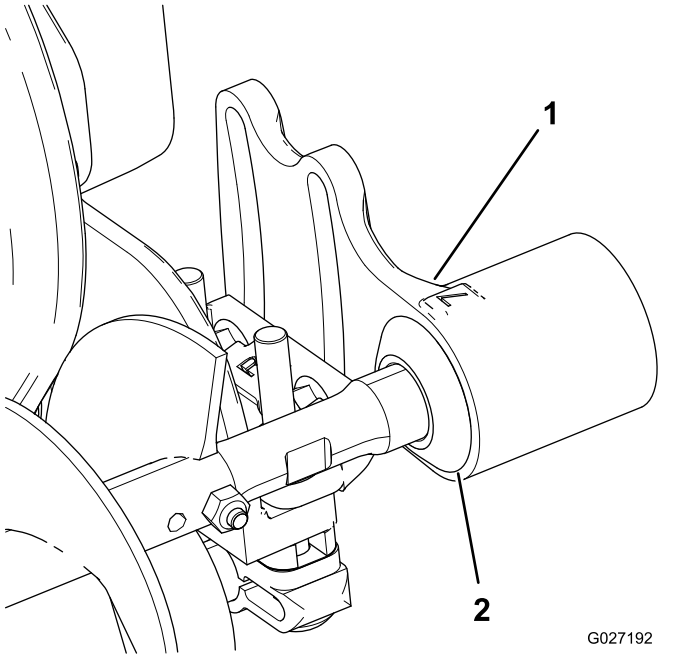

Figura 11
1. Fate scorrere ogni guarnizione verso l'esterno fino a creare un leggero contatto tra le guarnizioni a labbro e ogni alloggiamento dei cuscinetti (Figura 11).